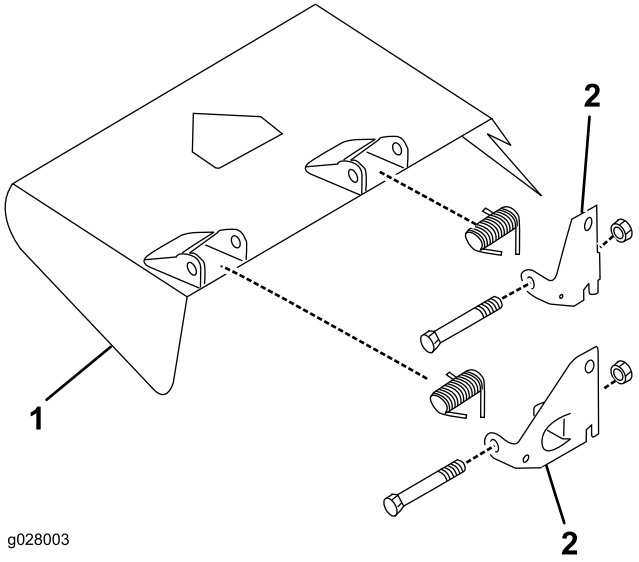

Figura 6
3. Utilizzando le viti a testa cilindrica, i dadi di bloccaggio e le molle rimossi in precedenza, montate le nuove staffe orientabili sui supporti del deflettore (Figura 6).